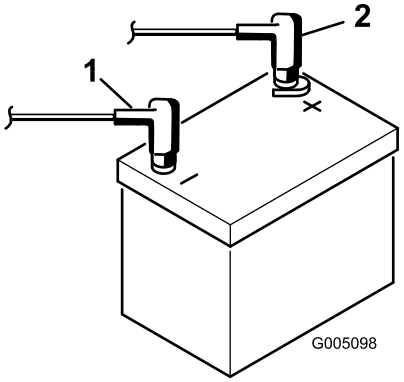

Figur 4
7. Slut pluskablet (rødt) til pluspolen (+) og minuskablet (sort) til minuspolen (–) på batteriet, og fastgør dem med bolte og møtrikker (Figur 4). Sørg for, at pluspolen (+) sidder ordentligt fast på batteriet, og at kablet er placeret tæt ind til batteriet. Kablet må ikke berøre batteridækslet.